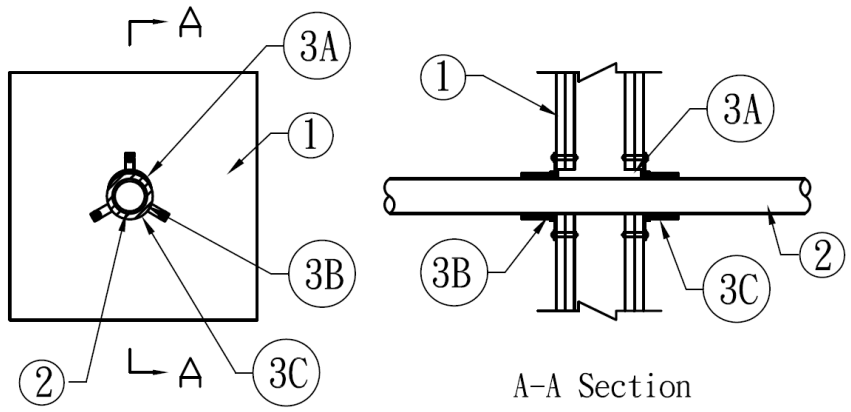

Figure 1. Through Penetration Firestop System
1. **SUPPORTING CONSTRUCTION:** Refer to Figure 1. Opening size shall be 5/8 in. larger than the OD of the penetrating pipe. Create a round through-opening in a symmetrical, Code-conforming, 2 hour fire-rated wall assembly consisting of the min. construction features of one of the following options:
2. **PENETRATING ITEM:** Refer to Figure 1 and Table 1. Position a max. 2 in. diameter plastic pipe in the opening made in the Supporting Construction (Item 1). Use any of the following pipe types in Schedule 40 or thinner: XFR, PPR, ABS, PVC, RNC. Establish an annular space, per Table 1, between the Penetrating Item and the Supporting Construction (Item 1).
3. **FILL, VOID, OR CAVITY MATERIAL:** Refer to Figure 1 and Table 1. Apply the following materials as indicated below: